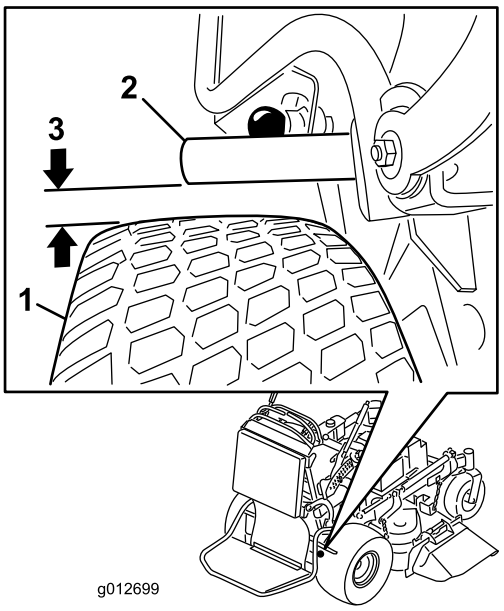

Figuur 61
4. Meet de afstand tussen de remstaaf en de band terwijl de rem is vrijgezet. Deze afstand moet tussen 5 en 8 mm zijn (Figuur 61). Raadpleeg Parkeerrem afstellen als er afstelling nodig is.
5. Stel de gaffel af. De afstand tussen de remstaaf en de band moet tussen 5 en 8 mm zijn. Draai de gaffel naar boven om de rem strakker af te stellen. Draai de gaffel naar onderen om de rem minder strak af te stellen (Figuur 61).